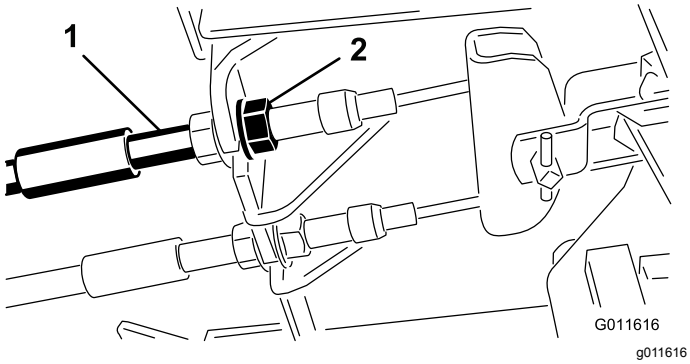

Рисунок 61
1. Чтобы уменьшить свободный ход тормозных педалей, затяните тормоза, ослабив переднюю гайку на резьбовом конце троса тормоза (Рисунок 61).